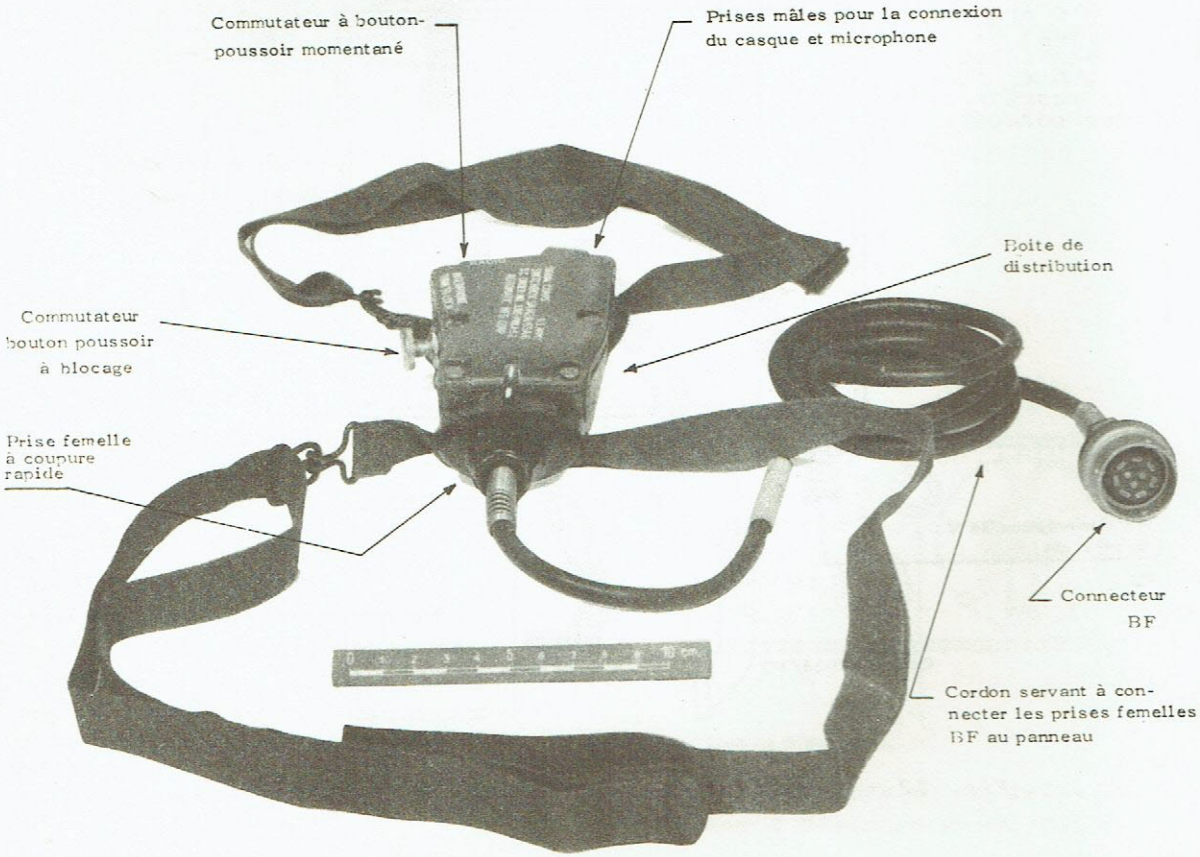
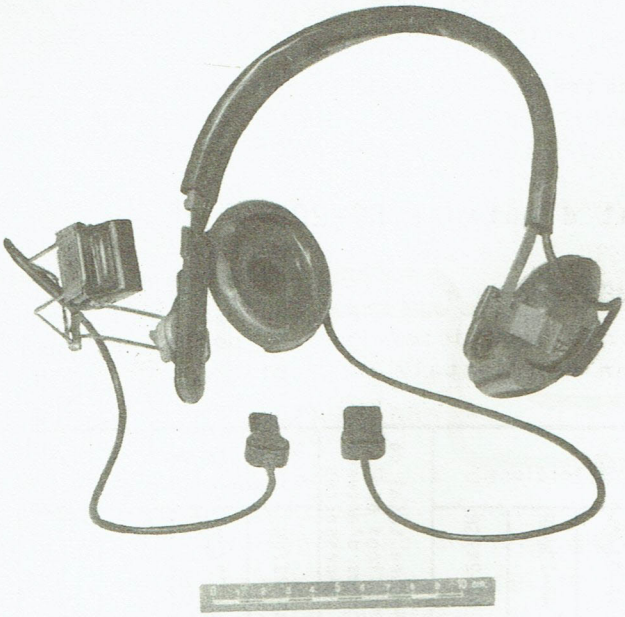

Fig. 13 - Ensemble AN/GSA-6
Fig. 14 - Microphone et casque.
2) Ensemble AN/GSA-6 (figure 13) et microphone H-63/U (figure 14)